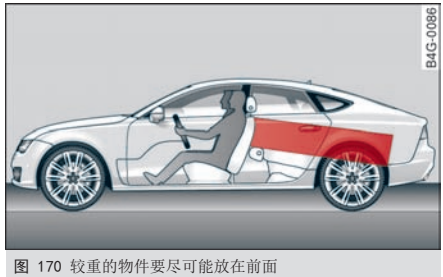

图 170 较重的物件要尽可能放在前面
▶ 应将较重的行李件摆放在行李箱内尽量靠前的位置 ⇨ *图 170*。